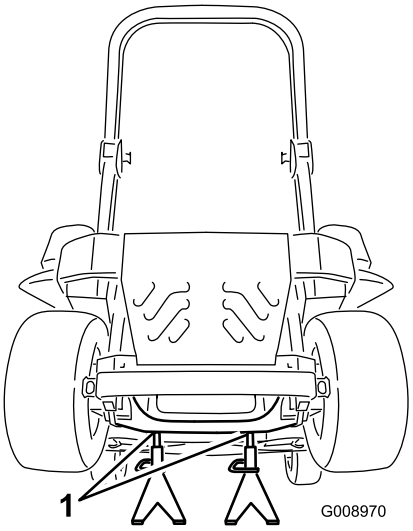

Figuur 85
3. Breng de machine omhoog en ondersteun de machine met kriksteunen (Figuur 85).
9. Verwijder de kriksteunen en breng de machine omlaag (Figuur 85).